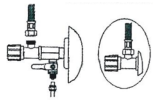

Abbildung A-2
2. Nachdem Sie das restliche Wasser in den Leitungen abgelassen haben, installieren Sie den Speisewasseradapter (Dreiwegeadapter) mithilfe eines Teflonbandes (Abbildung A- 2)